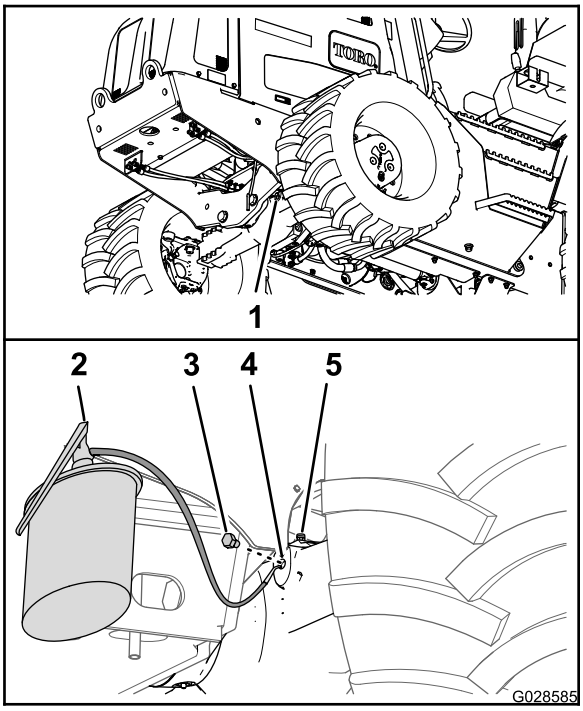
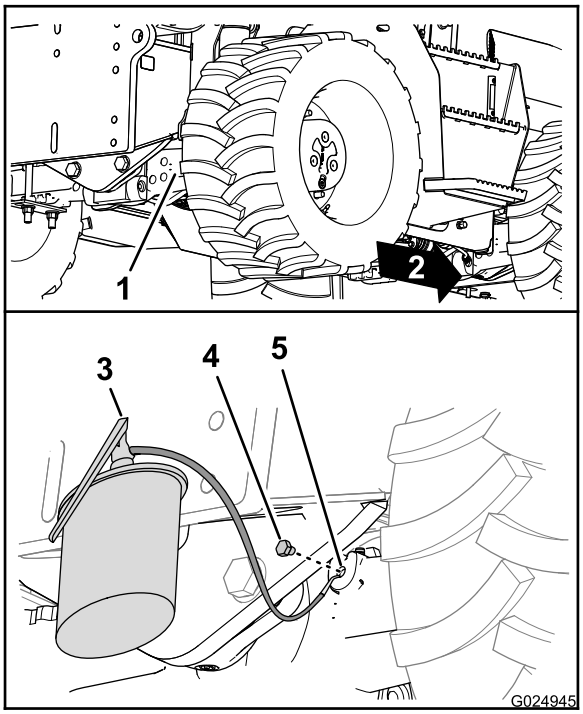

Rysunek 89
Rysunek 90
5. Załóż korki spustowe na przyłącza drenażowe na obudowach zębnika (Rysunek 89 i Rysunek 90).
6. Napełnij osie odpowiednim olejem, sprawdzając przez przyłącze wziernika, czy poziom oleju jest na poziomie spodu gwintu w przyłączu (Rysunek 89 i Rysunek 90).
8. Załóż korki do napełniania na przyłącza wziernika na obudowach zębnika osi (Rysunek 89 i Rysunek 90).